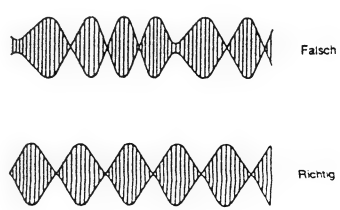

Abb. 3-8
6) Die Oberseite der Vorratsteller-Führungsrolle (2) mit einem normalen Schraubendreher usw. drehen, um diese abzusenken, bis die rhombische FM-Wellenform die Form verliert (Abb. 3-8). Wenn die FM-Wellenform nicht die Form verliert, wenn die Vorratsteller-Führungsrolle (2) um mehr als 360° gedreht wird, die Vorratsteller-Führungsrolle (2) auf ihre ursprüngliche Höhe zurückbringen, um diese Einstellung zu beenden.
7) Die Oberseite der Vorratsteller-Führungsrolle (2) in die entgegengesetzte Richtung gegenüber von Schritt 6) drehen, so daß die rhombische FM-Wellenform geformt wird.